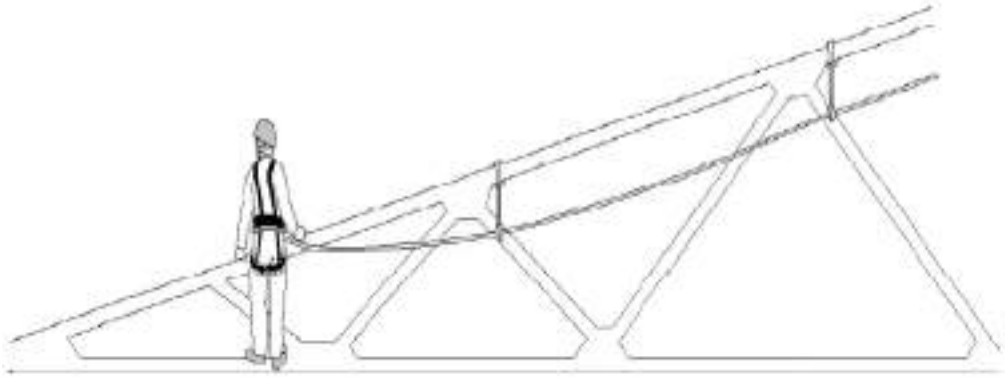

Figura A.4
- El primer operario se desplaza por la cruceta, siempre colocando las cintas de anclaje hasta el punto más alejado donde se decida colocar el extremo de la cuerda (figura A.4).